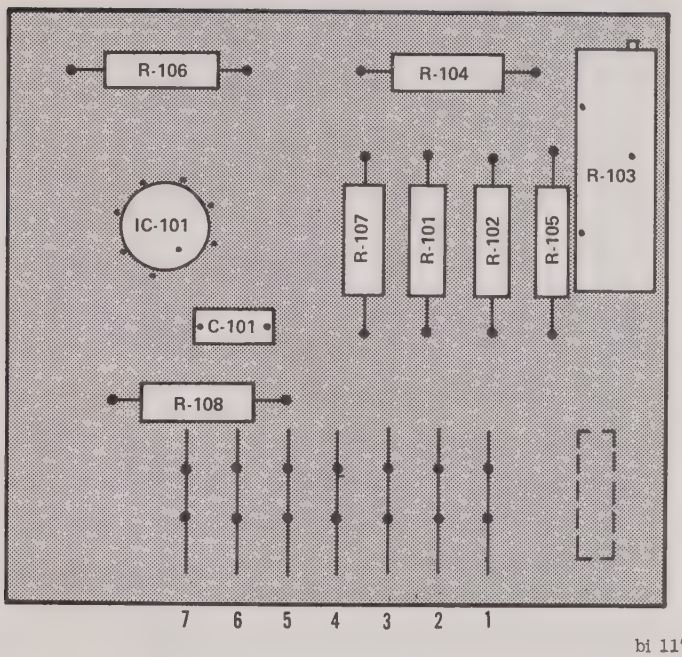

FIGURE 5-1 AMPLIFIER BOARD PLAN VIEW 765569
12. Adjust resistor R-103 on amplifier board (Fig. 5-1) until a-c signal displayed on chart is the same amplitude when the polarity switch is changed from normal (N) to reverse (R) position.
1. Connect a differential voltmeter across contacts 1 and 2 of amplifier board (Fig. 5-1).